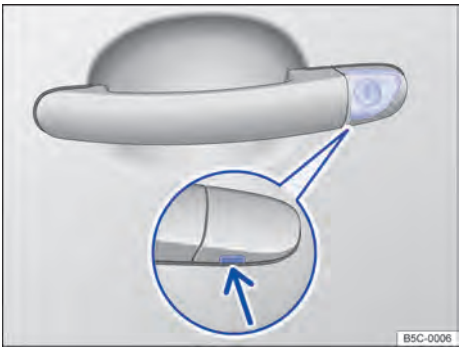

Fig. 161 Maçaneta da porta do condutor: cilindro da fechadura coberto.
- Introduzir a haste da chave na maçaneta da porta do condutor por baixo na abertura da capa de cobertura ⇒ Fig. 161 (seta) e removê-la de baixo para cima.